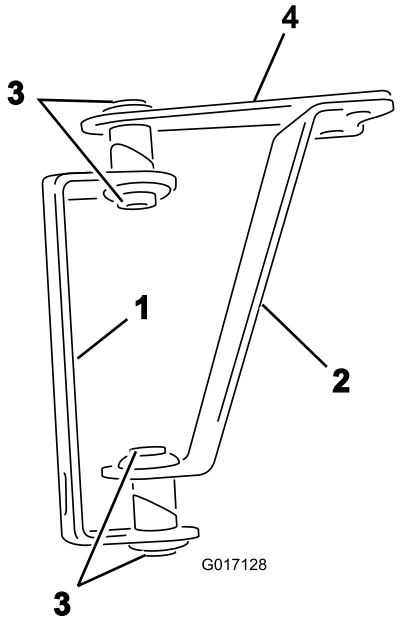
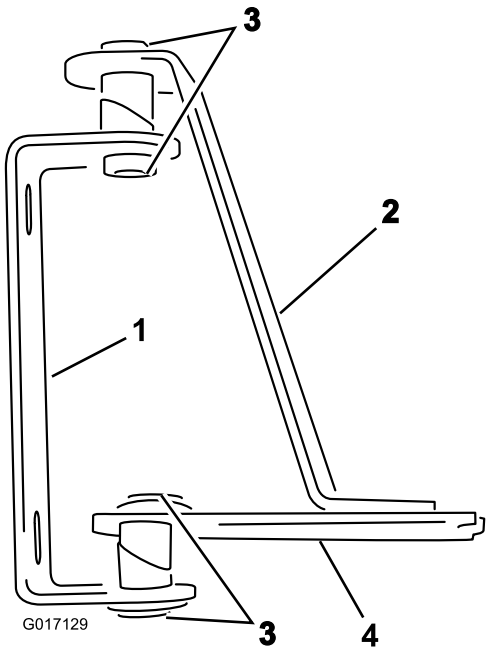

Figuur 1
Figuur 2
1. Stel de hengsels en banden op zoals afgebeeld in Figuur 1 (voor een onbedekte spuitboom) of Figuur 2 (voor een bedekte spuitboom).
2. Breng de bussen aan in de openingen van de gelaste buizen in de hengsels en banden, zoals in Figuur 1 of Figuur 2.